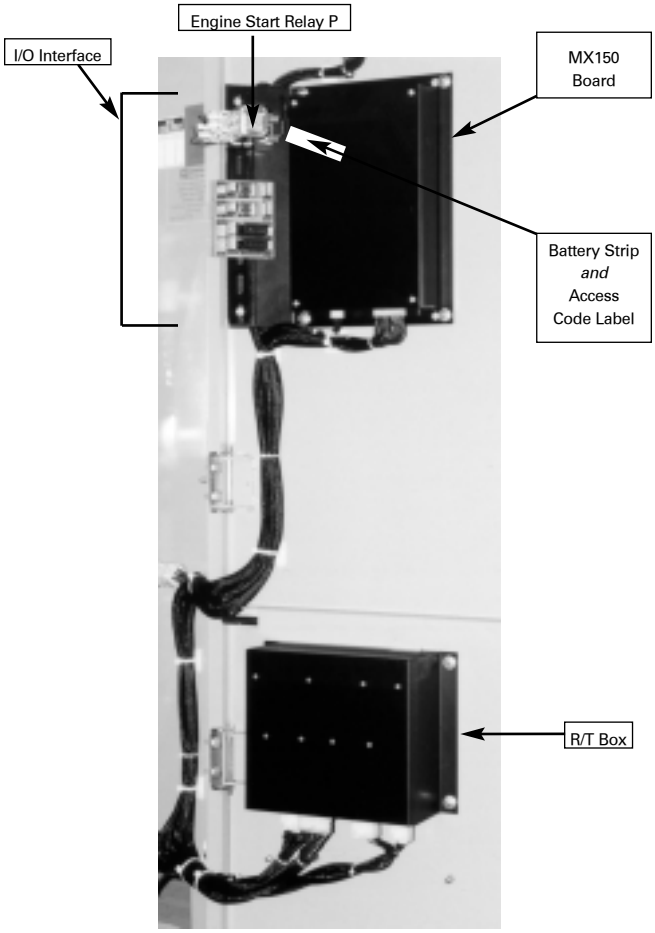

Figure 6
A. MX150 Board - Customer Input and Output (I/O) for system interface. Located on the left hand side of the back of the unit (see figure 6)
II. The **R/T box** (relay transformer box) contains the following: (see figure 6)